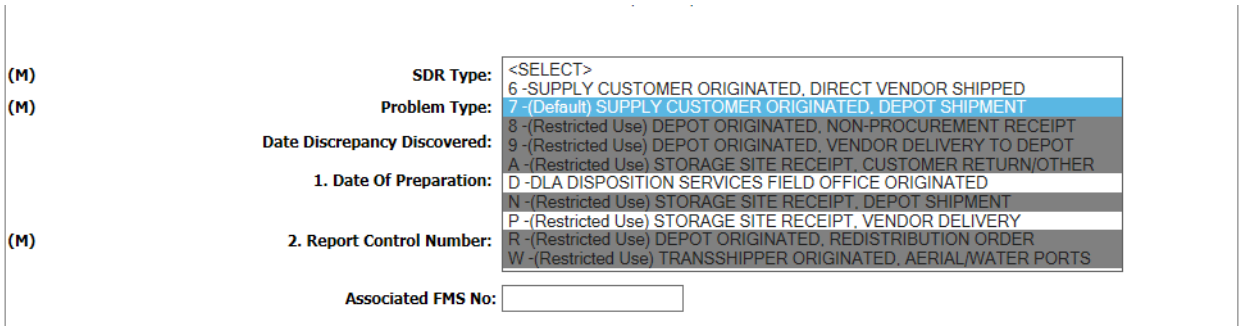

Figure 3.5
9. The SDR record is now created and the SDR Originators Edit page will appear (Figure 3.4, Figure 3.5).